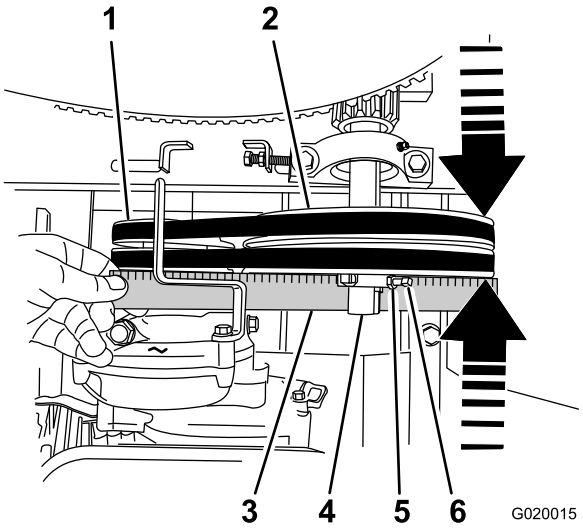

Figure 75
2. Place a straightedge across the face of the engine pulley and the idler pulley (Figure 75).
B. Loosen the locknuts and setscrews that secure the idler pulley to the idler shaft (Figure 75).
C. Using a soft-face mallet, tap the idler pulley forward or backward along the idler shaft until the engine pulley and the idler pulley are aligned to the straight edge (Figure 75).
D. Tighten the setscrews and locknuts that secure the idler pulley to the idler shaft (Figure 75).